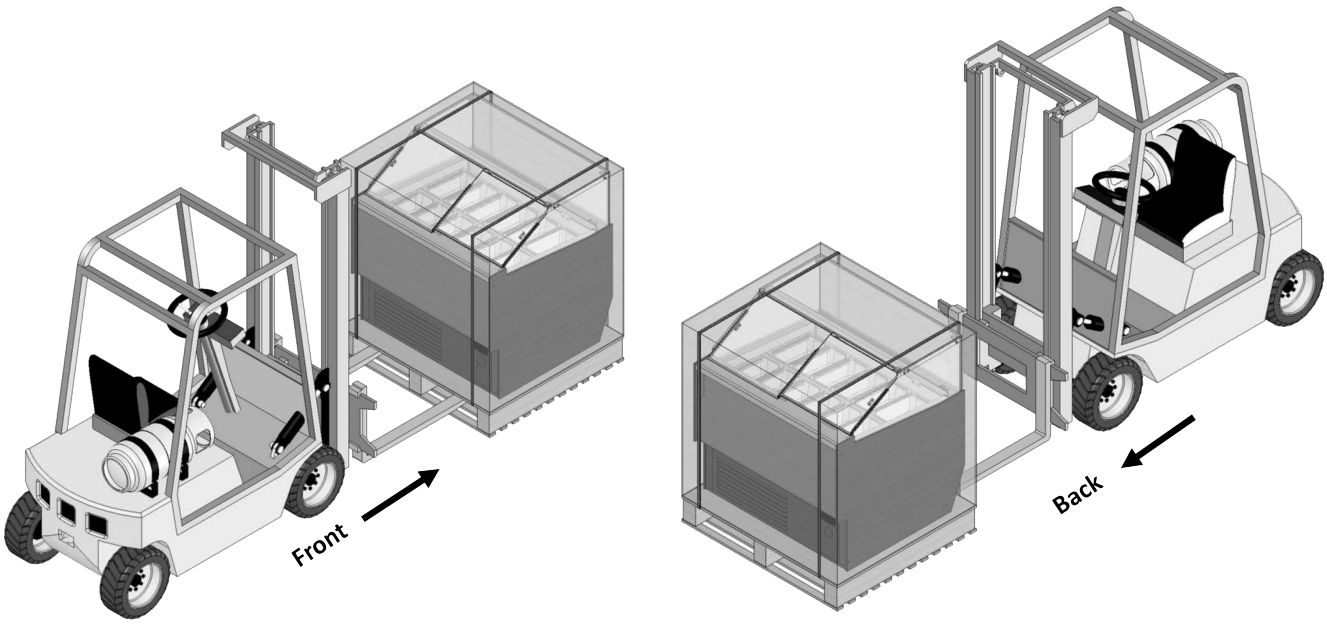

fig. 11
- The packages that make up the equipment must be handled exclusively by forklift (fig.11), the manual movement can cause structural damage especially to the glass housing.